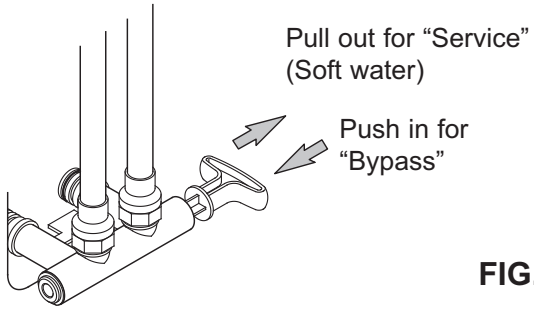
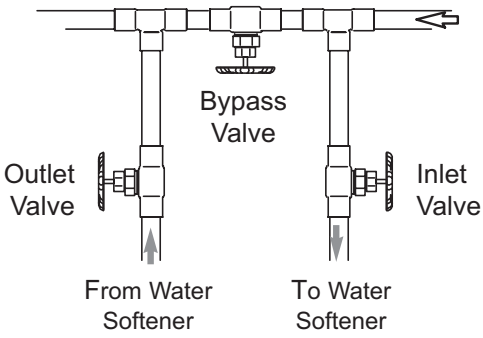

FIG. 7
FIG. 8
Always install either a single bypass valve (provided), as shown in Figure 7, or, if desired, parts for a 3 valve bypass system (not included) can be purchased and assembled, as shown in Figure 8. Bypass valves allow you to turn off water to the softener for maintenance if needed, but still have water in house pipes.
CAUTION: The house cold water pipe (metal only) is often used as a ground for the house electrical system, The 3-valve bypass type of installation, shown in Figure 8, will maintain ground continuity. If you use a plastic bypass valve at the unit, continuity is broken. To restore the ground, do the following:
2. Place the bypass valve (single or 3 valve) into the "bypass" position. See Figures 7 & 8 on Page 7.